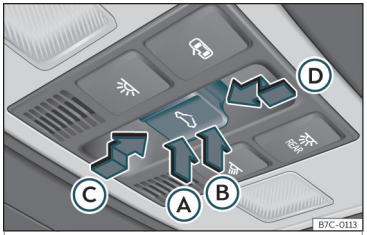

Fig. 84 En el revestimiento interior del techo: tecla del techo de cristal.
La tecla ⌓ ››› **fig. 84** tiene dos niveles. En el primer nivel se puede situar el techo en la posición deflectora, abrir o cerrar total o parcialmente.
- *Techo de cristal:* antes de que transcurran aprox. 5 segundos desde la activación de la función antiaprisionamiento, presione la tecla ⇦ ››› **fig. 84** hasta el segundo nivel en el sentido de la flecha ››› **fig. 84** Ⓓ hasta que el techo se cierre completamente.